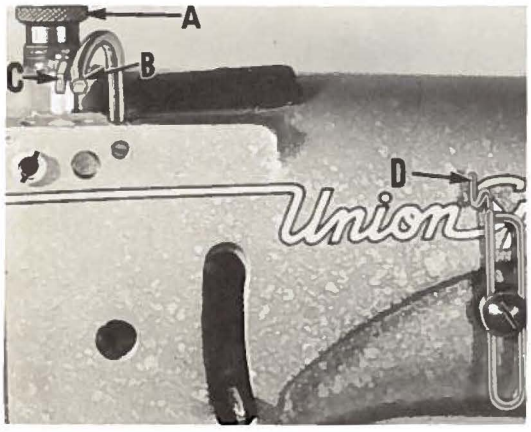

Fig. 14
Regulate the presser spring regulating screw (A, Fig. 14) so that it exerts only enough pressure on the presser foot to feed the work uniformly. This is located directly behind the needle bar in the head of the machine. Also, regulate the pressure on the upper roller feed, using only enough pressure to insure the uniform feeding of the material being sewn.
Set the needle thread take-up (B, Fig. 14), located adjacent to the needle bar thread eyelet (C), so that its upper surface projects 3/32 inch above the line of thread when the needle bar has completed its downward stroke. Set the needle thread frame eyelet (D) so the smallest noticeable amount of thread is drawn through the needle thread tension while the needle is descending. (Setting this eyelet too high can cause the needle thread around the looper to be pulled from under the front retainer prematurely).